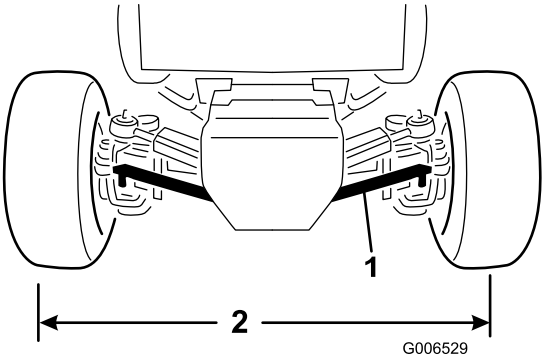

Figur 59
2. Fjern møtrikkerne, der fastgør en af forbindelsesstangens kugleled til monteringsbeslaget på akslen, og kobl kugleleddet fra akslen (Figur 59).
4. Drej forbindelsesstangens kugleled indad eller udad, indtil afstanden fra midten til midten foran og bag på baghjulene er den samme (Figur 59).